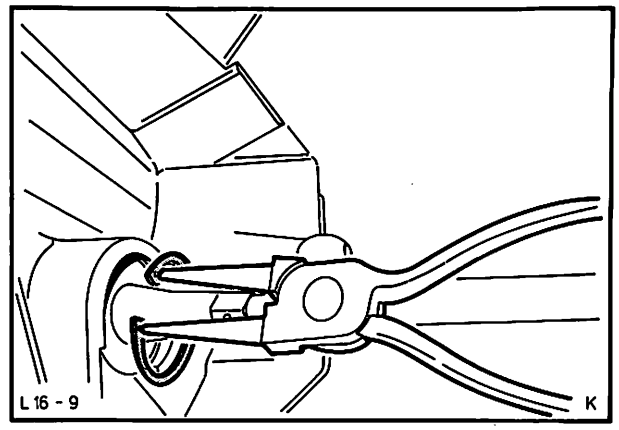

Abb. 22 Sprengring – Tachoantrieb montieren
18. Tachowelle in Antrieb einführen, Abb. 22, und mit Sprengring sichern.